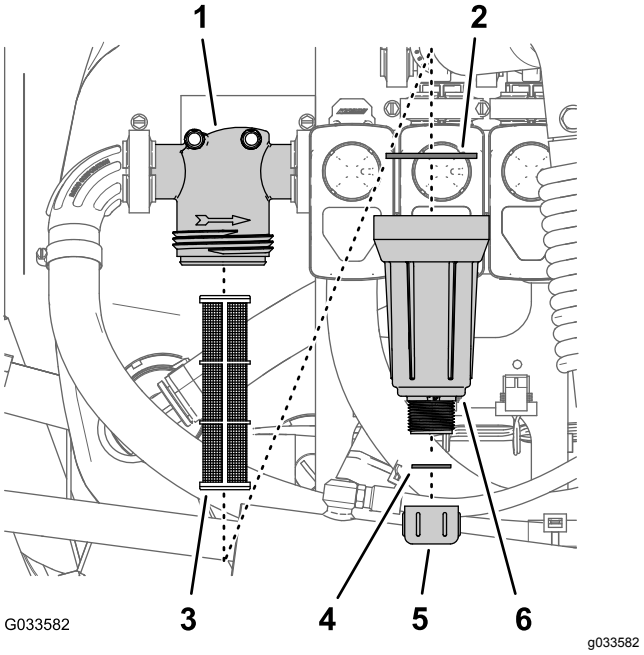

Figur 79
2. Anbring en dræningsbakke under trykfilteret (Figur 79).
3. Drej aftapningsdækslet mod urets retning, og tag den ud af trykfilterets skål (Figur 79).
4. Drej skålen mod urets retning, og fjern filterhovedet (Figur 79).
5. Fjern trykfilterelementet (Figur 79).
7. Kontroller aftapningsproppens pakning (inden i skålen) og skålens pakning (inden i filterhovedet) for skader og slid (Figur 79).
8. Monter trykfilterelementet i filterhovedet (Figur 79).
9. Monter skålen på filterhovedet, og stram med hånden (Figur 79).
10. Monter aftapningsdækslet på fittingen i bunden af skålen, og stram dækslet med hånden (Figur 79).